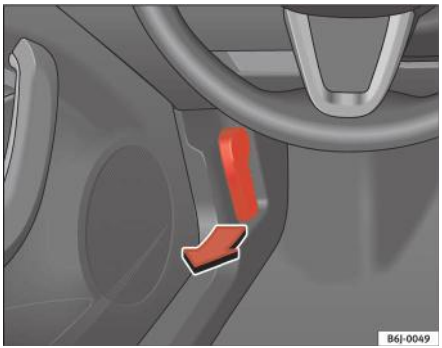

Fig. 112 Maneta de deschidere a capotei
– Pentru deblocarea capotei, trageți maneta de sub planşa de bord ⇒ fig. 112 în sensul indicat (săgeata). Capota va fi eliberată prin acțiunea unui arc ⇒ ⚠.